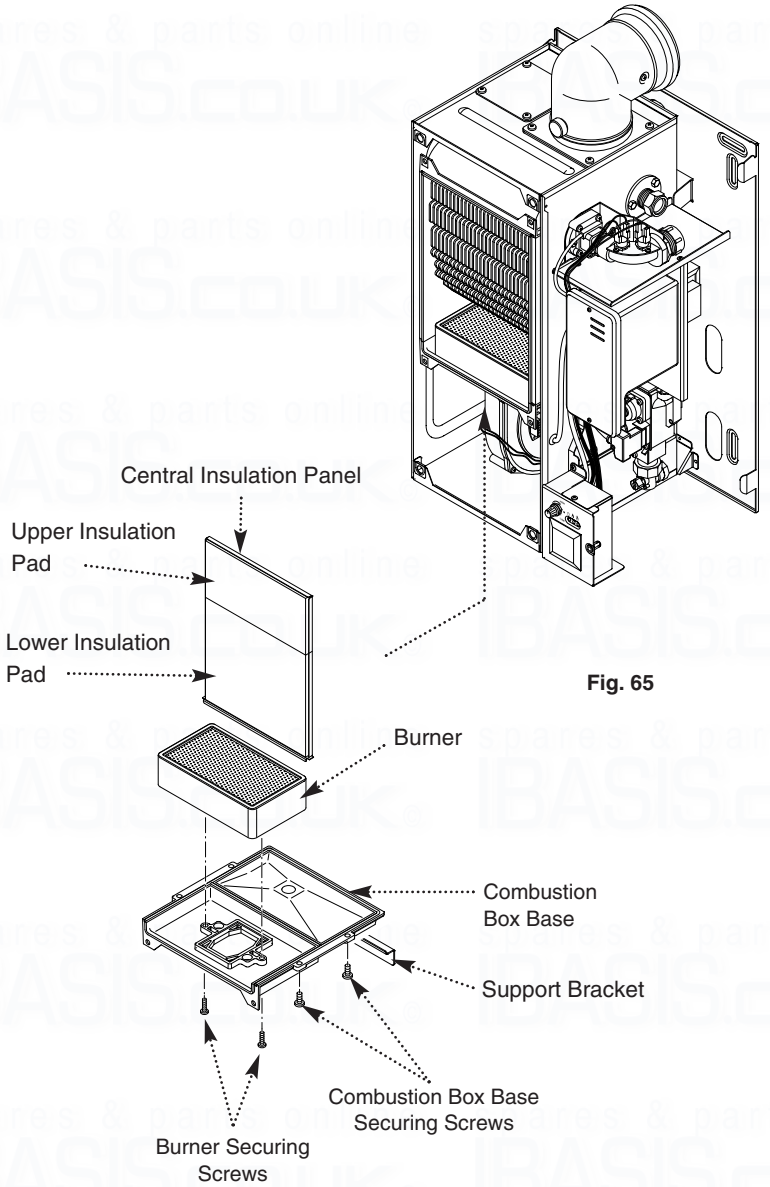

Fig. 65
13.15 Heat Exchanger Lower Insulation Pad (Fig. 65)
13.16 Heat Exchanger Upper Insulation Pad (Fig. 65)